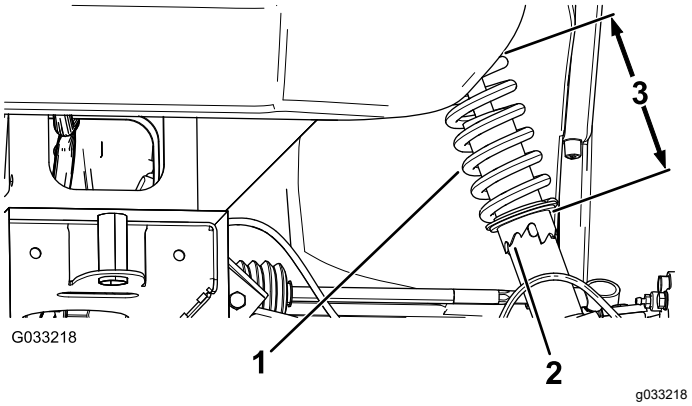

Figura 49
2. Si la caída de la rueda está mal, utilice la llave de gancho para girar el collarín del amortiguador para alinear la rueda (Figura 49).